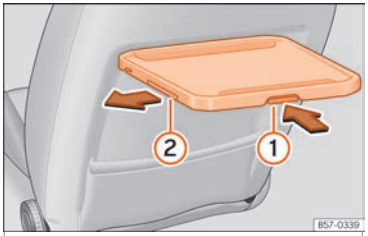

Fig. 176 Asiento delantero izquierdo: mesita plegable con portabebidas.
- Presione la palanca de desbloqueo situada en la parte inferior de la mesita ››› fig. 176 ① y manténgala presionada.